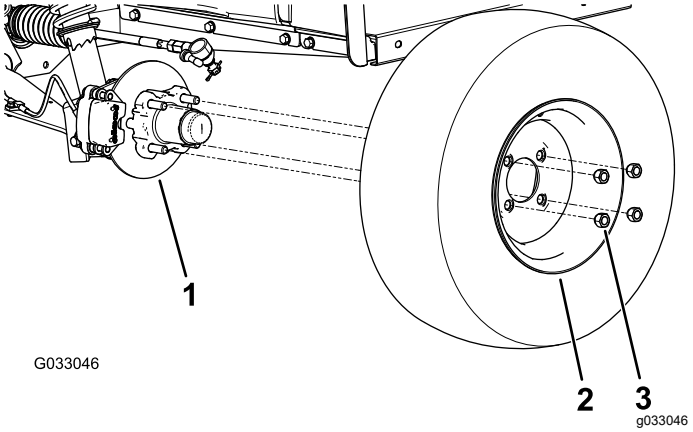

Figuur 25
2. Verwijder de 4 wielmoeren waarmee het wiel aan de naaf bevestigd is (Figuur 25).
4. Lijn de openingen in het wiel uit met de bouten van de naaf en monteer het wiel op de naaf met het ventiel naar buiten gericht (Figuur 25).
5. Bevestig het wiel aan de naaf met de wielmoeren (Figuur 25).